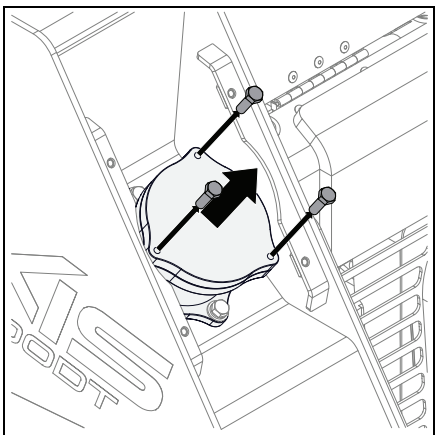

Figure 64
4. Remove bolts securing fluid filter cover. See Figure 64.